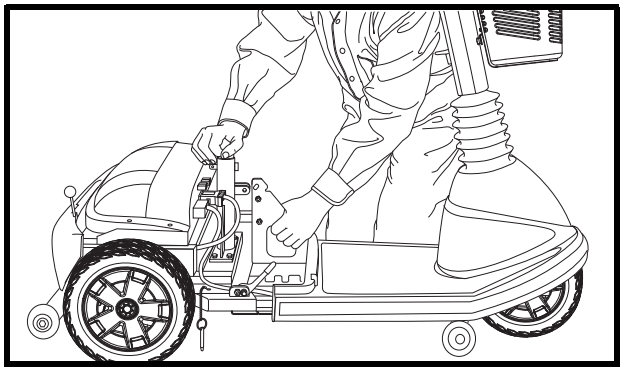

Figure 25. Frame Separation
10. Gently slide the two sections of the scooter apart. **See figure 25.**